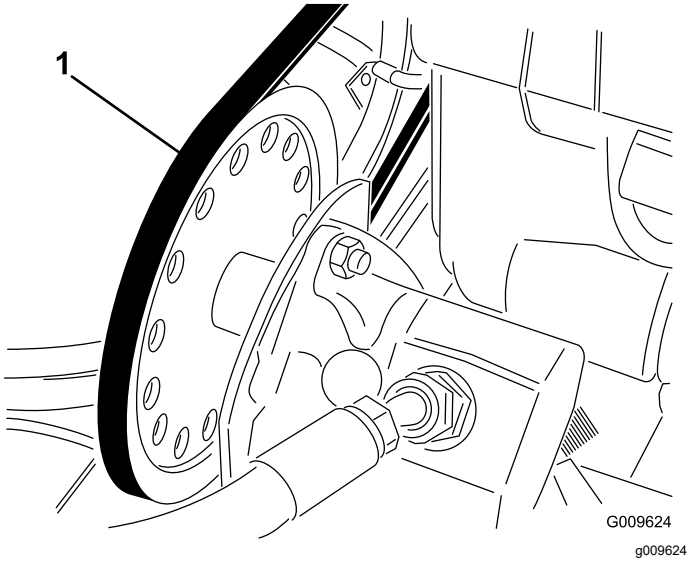

**Figura 56**
A. Afloje las tuercas que sujetan la bomba hidráulica al bastidor del motor (Figura 56).